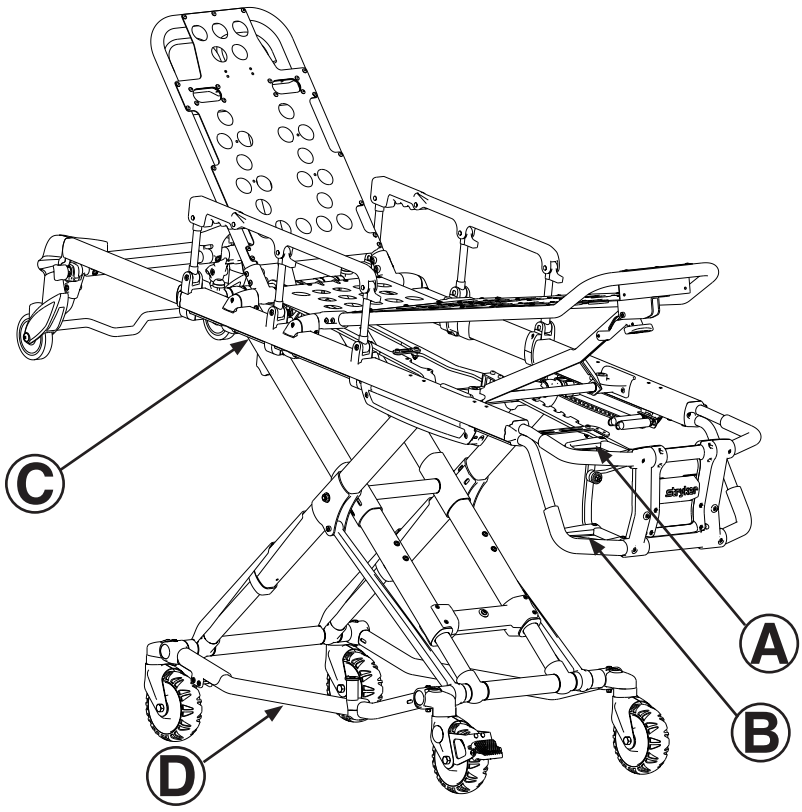

Figur 13
1. Operatøren ved bårens fodende klemmer på udløsningshåndtaget (A eller B), mens han/hun holder godt fast i løftestængerne (se Figur 13).
2. Operatøren på patientens venstre eller højre side (afhængigt af udløsningshåndtagets placering) kan nå udløsningshåndtaget midtvejs på bårelejet (C). Begge operatører skal løfte båren, indtil der ikke længere er belastning på låsemekanismen (ca. 6,35 mm) (se Figur 13).
4. **Operatør 1** – Grib fat i bårerammen ved fodenden. Løft op i bårens fodende, indtil der ikke længere er belastning på låsemekanismen. Klem på udløsningshåndtaget og hold det inde (A eller B, som vist i Figur 13 på side 9-26).